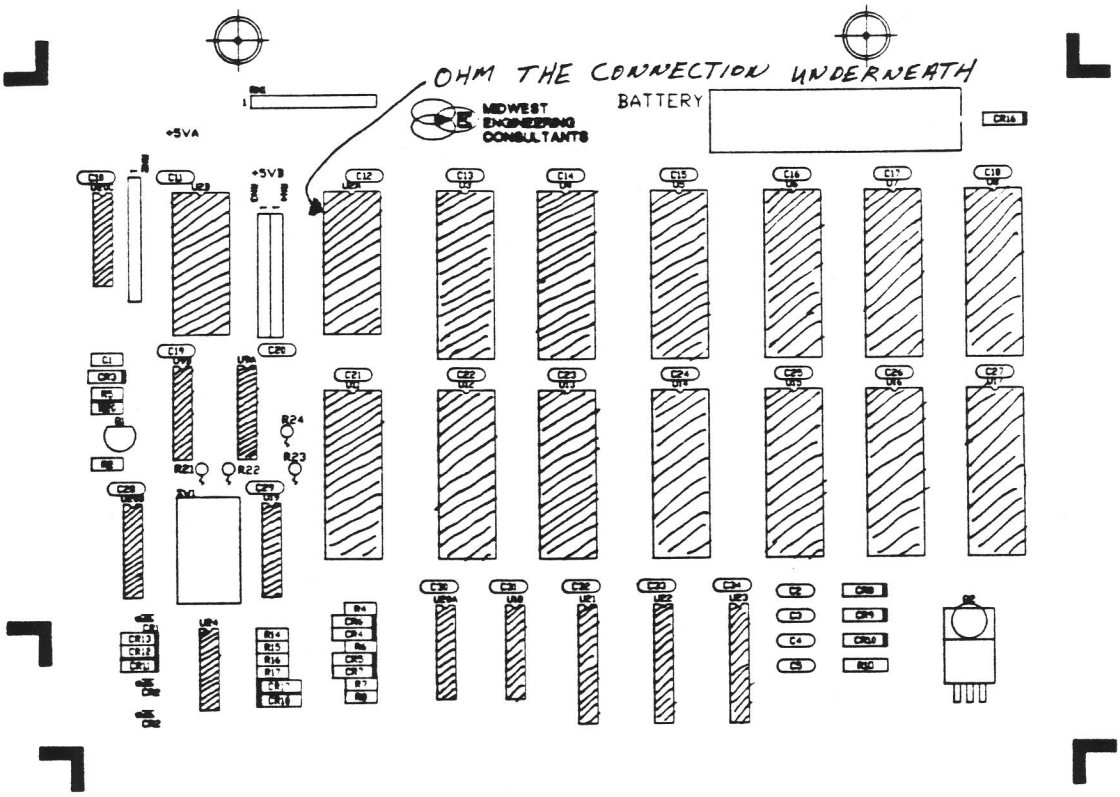

Fig. 1
A) Put the IC Sockets on the Board (Figure 1)